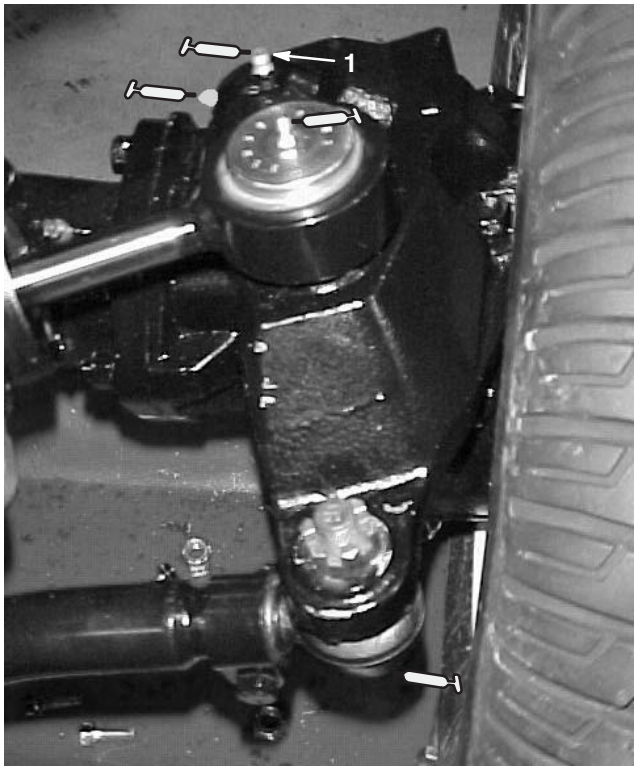

Bild 35
- Hinterachse-Zugstange (2) (Bild 35)
- Lenkzylinder-Kugelgelenke (2) (Bild 35)
- Achsschenkelbolzen (2) (Bild 35) **Fetten Sie die obere Armatur am Achsschenkelbolzen nur einmal jährlich (2 Pumpen).**